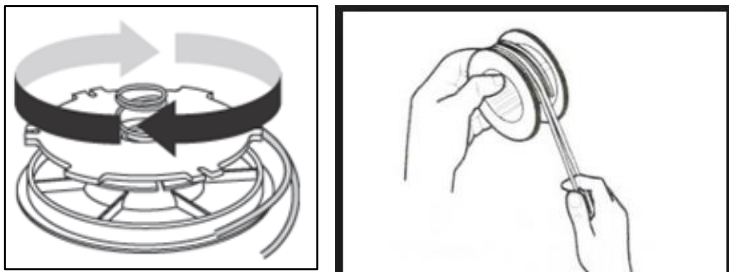

Rys. 23
3. Trzymając szpulę nawijaj żyłkę w prawo wokół szpuli, upewniając się, że każda połowa żyłki jest w swoim prowadniku (Rys. 23). Utrzymuj naciąg przy końcówkach podczas nawijania. Nawijaj aż pozostanie ok. 15 cm żyłki.